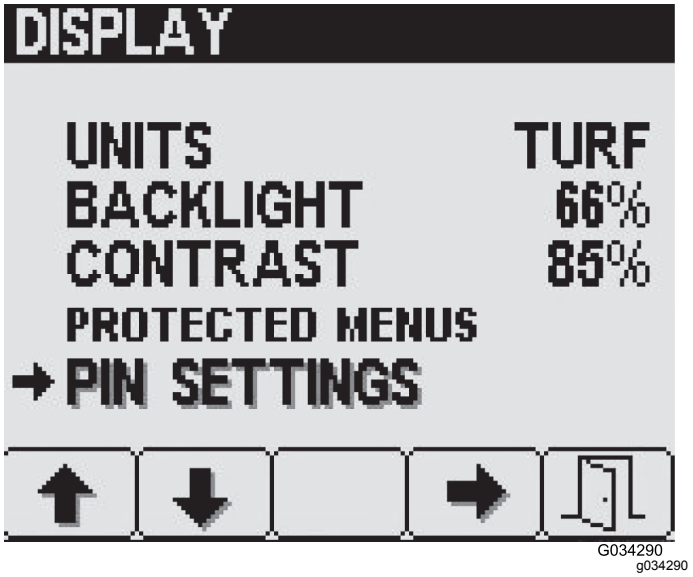

図 24
1. 表示Display画面でボタン2を何度か押して PIN 設定PIN Settingsへ移動し、ボタン4でそれを選択する図 24。